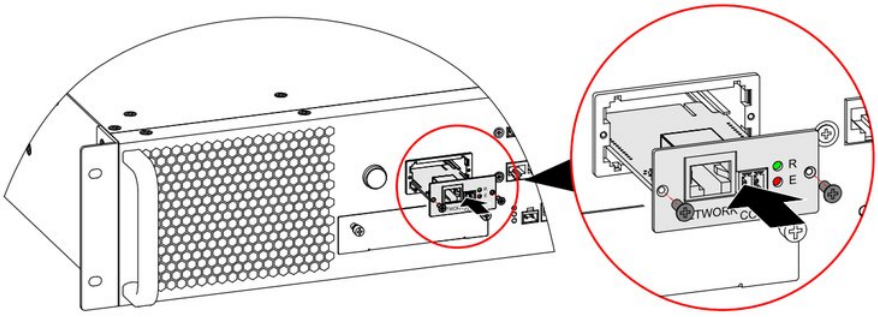

FIGURA 3-22 Installazione della scheda SNMP
2. Installare la scheda SNMP sull'unità bypass con 2 viti, come mostrato nella Figura 3-22.